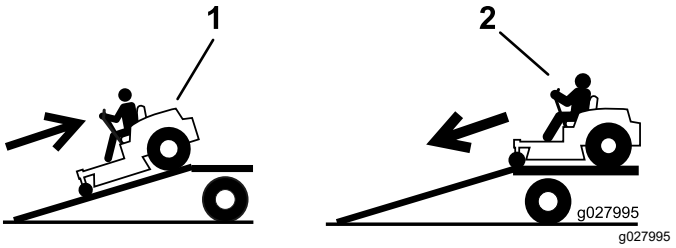

Figur 33
4. Bak maskinen op ad rampen (Figur 33).
2. Kør maskinen fremad ned ad rampen (Figur 33).